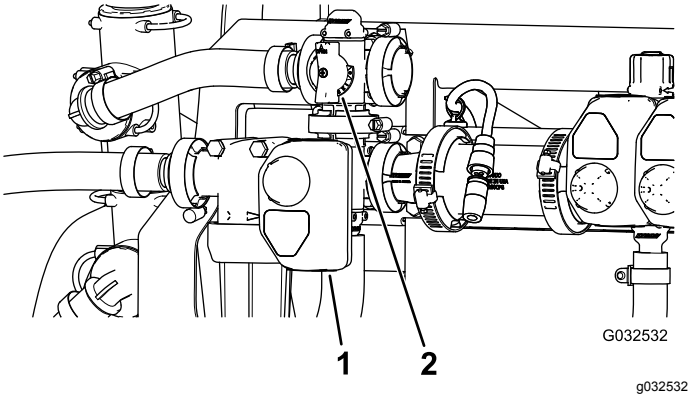

**Рисунок 50**
10. Отрегулируйте перепускной клапан перемешивания (Рисунок 50) на задней стороне клапана перемешивания так, чтобы показание давления в системе опрыскивателя стало равно 689 кПа (100 фунтов на кв. дюйм).